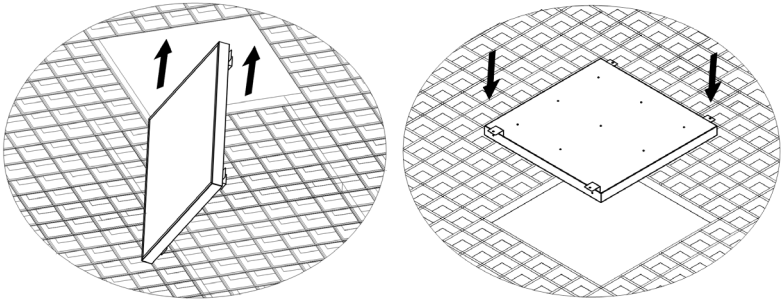

Рисунок 4 — Установка светильника Geniled серии Офис Грильято IP54 в подвесной потолок.
5.4. Заведите светильник в нишу потолка «Грильято» (Рисунок 4).